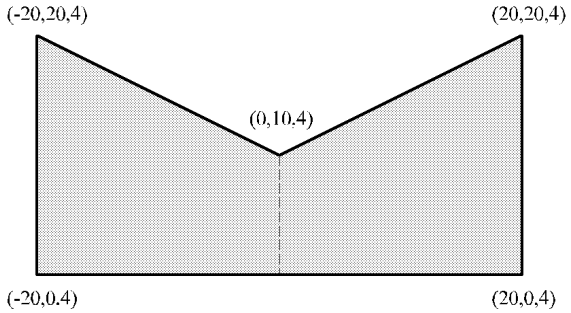

Figure 17 Example of a bad boundary. The centroid coincides with a vertex.
- WinSound uses the "centroid", or average of the vertices when it sorts the points and when it decides whether a point is inside the boundary or not. The centroid must not coincide with one of the vertices. For example, the boundary shown in Figure 17 cannot be entered. The centroid is at (0,10,4)—one of the vertices. It must be split into two boundaries—for instance, along the dashed line. WinSound will tell you if this happens.